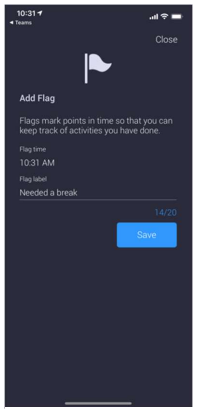

Figure 30: Flag Label
2. Enter the **Flag Label** details to identify a specific point in time (Figure 30).